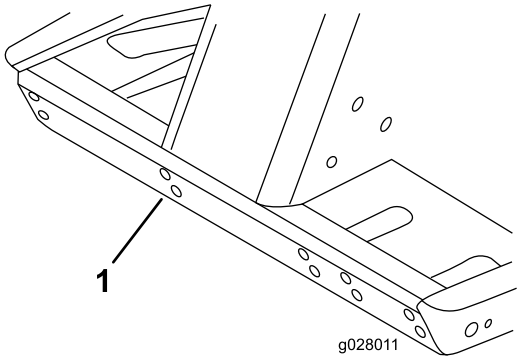

Figura 14
1. Instale o suporte de montagem na frente da unidade de tração usando os orifícios de montagem mostrados na Figura 14.